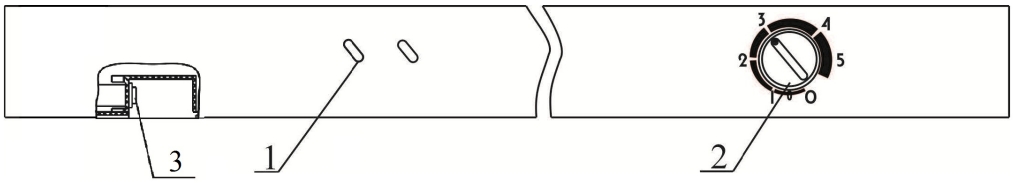

Рис. 2 Схема расположения приборов управления и сигнализации 1 – зеленая индикаторная лампа; 2 – ручка терморегулятора, 3 - выключатель освещения
6.1 Включение и отключение холодильника производится штепсельной вилкой сетевого шнура (не рекомендуется тянуть за сетевой шнур). Загоревшаяся зеленая лампа 2 (рис.2) на панели свидетельствует о том, что холодильник включен в электросеть. Индикаторная лампа загорается в течение 10 секунд. Повторное включение холодильника в электросеть следует производить не ранее чем через пять минут после его принудительного отключения.
6.2 Температурный режим в холодильной камере устанавливается путем поворота ручки терморегулятора 2 (рис.2) до выбранного по шкале температурного режима. При этом: